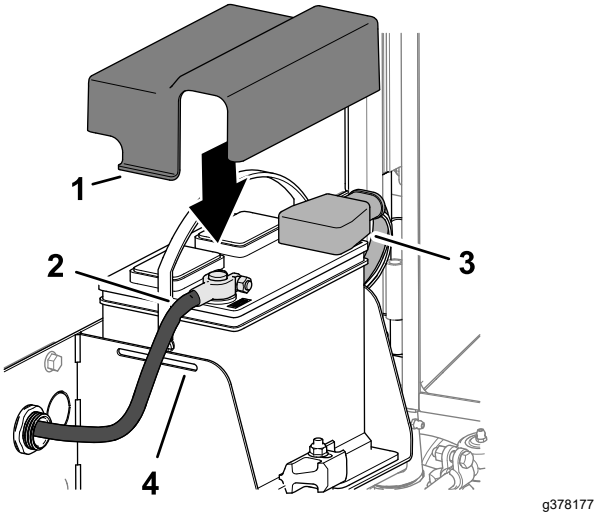

**Figuur 97**
1. Sluit de pluskabel (rood) aan op de positieve (+) accupool (Figuur 97).